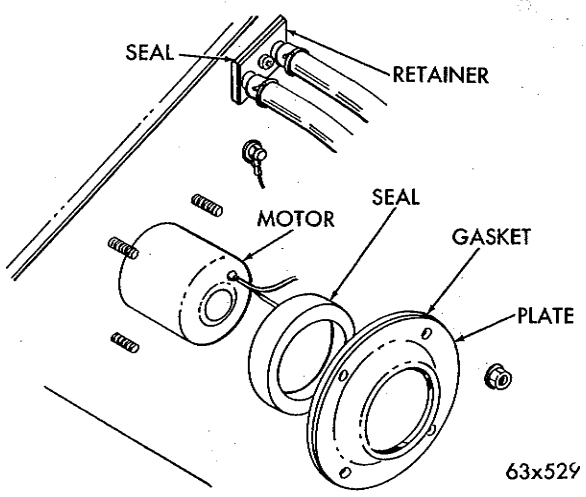

*Fig. 10—Heater Mounting—Engine Side*
(1) Disconnect battery ground cable and drain radiator.
(2) Disconnect heater hoses from heater and remove heater hoses to dash panel seal and retainer plate (Fig. 10).
(3) Disconnect wires from heater motor.
(4) Remove heater motor seal retainer plate and seal from dash panel (Fig. 10).